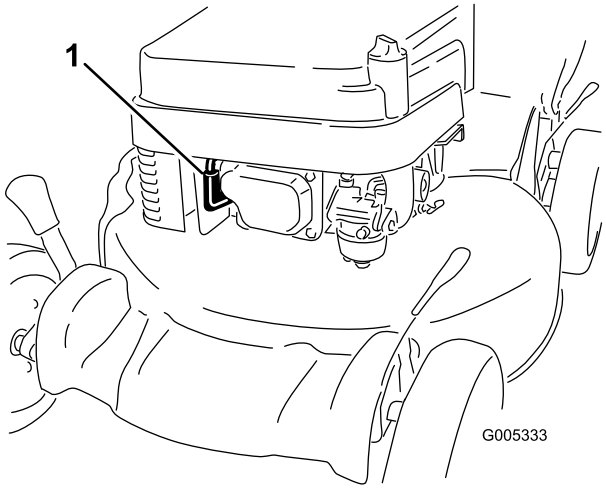

Figura 11
1. Collegate il cappellotto alla candela (Figura 11).